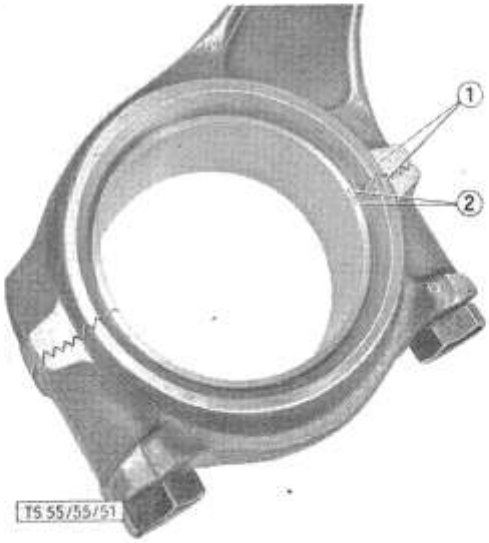

Bild 50: **Pleuelstangenmarkierung**
deckel auf die Pleuelstangen aufgeschraubt werden (Bild 50). (Auf Markierung achten!) Die gefundenen Werte mit der Tabelle 7 vergleichen und so den Verschleiß feststellen.
a) Neue Lagerschalen müssen mit der Pleuelstange zusammengezeichnet werden (Bild 50).